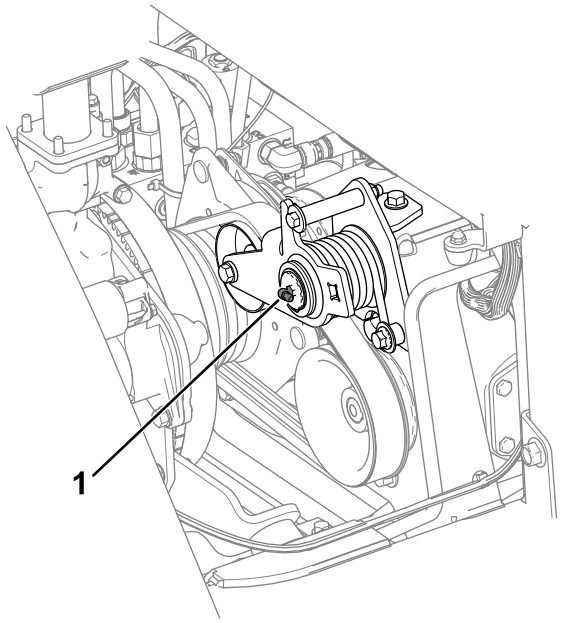

Figura 44
- Braccio di rinvio (Figura 44)